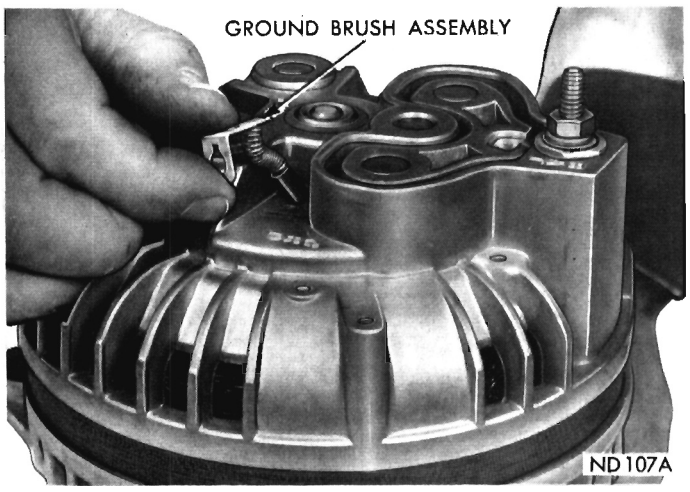

Fig. 14—Removing or Installing Ground Brush
(2) The ground brush is positioned horizontally against remaining slip ring and is retained in a holder that is integral with end shield. Remove retaining screw and lift clip, spring and brush assembly from end shield, (Fig. 14).